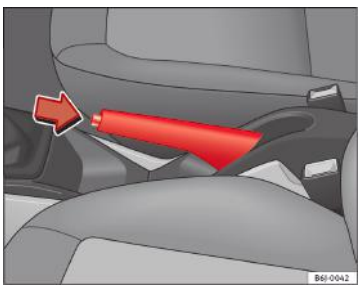

Fig. 119 Frâna de mână amplasată între scaunele din față
– Trageți ferm în sus maneta frânei de mână ⇒fig. 119.
– Ridicați ușor maneta, apăsați butonul de deblocare în sensul săgeții ⇒fig. 119 și coborâți complet maneta frânei de mână ⇒⚠.